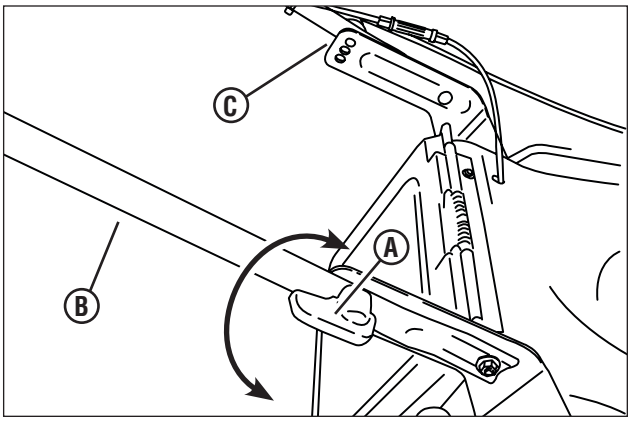

Figure 8 : Réglage de la hauteur de poignée
1. Tournez les deux boutons de verrouillage **(A, Figure 8)** d'un quart de tour pour déverrouiller l'assemblage de poignée **(B)**.